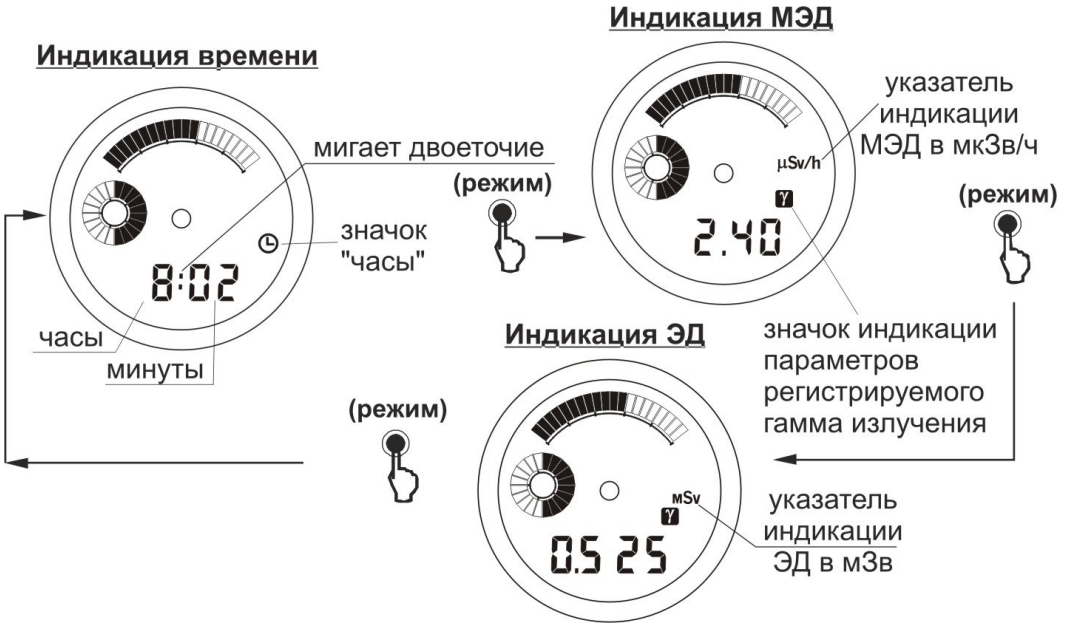

Рисунок 3.1
3.2.1 Сигнализатор постоянно осуществляет непрерывную круглосуточную регистрацию и индикацию МЭД, ЭД, отсчет времени накопления ЭД и индикацию текущего времени на электронных часах. Значения МЭД и ЭД индицируются в цифровом виде, а также в аналоговом на соответствующих графических шкалах, которые появляются на дисплее, если значения МЭД и ЭД превышают 0,1 значения установленных порогов. Когда значения МЭД и ЭД превышают установленные пороги, то соответствующие шкалы индицируются полностью. По степени заполнения этих шкал можно судить о близости текущих значений МЭД и ЭД к их пороговым значениям (Рисунок 3.1).
3.2.2.2 Выбор индицируемой на ЖКИ величины осуществляется кратковременным нажатием кнопки 1 (РЕЖИМ), при этом появляются соответствующие значки и указатели, и происходит смена индицируемой величины по замкнутому циклу МЭД – ЭД – ТВ (Рисунок 3.1):